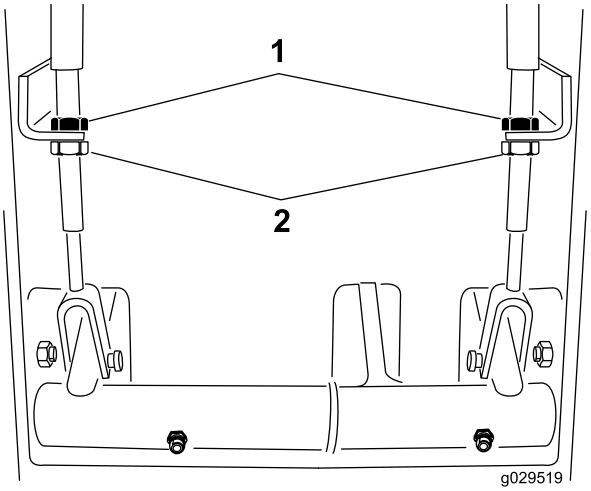

Figur 74
2. For at reducere bremsepedalernes frie vandring skal du løsne de forreste kontramøtrikker på bremsekablets gevindende (Figur 74).